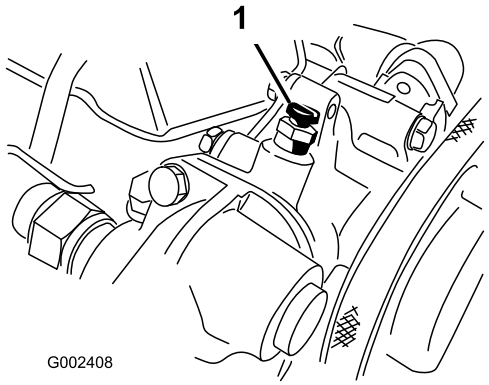

Figuur 63
6. Open de ontluchtschroef boven op de waterpomp (Figuur 63).